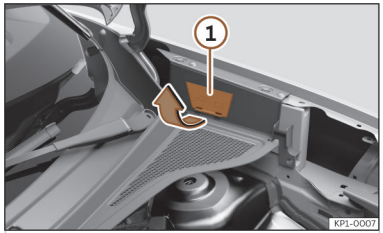

Abb. 63 Zwischen dem linken Kotflügel und dem Scharnier der Frontklappe: Abdeckung für manuelle Notentriegelung des Ladesteckers.
Der Ziehgriff für die manuelle Notentriegelung befindet sich auf der linken Seite im Motorraum oberhalb der Ladedose ››› **(Abb. 63)**.
- Ziehen Sie an den Laschen der Abdeckung und schieben Sie die Abdeckung nach oben ››› **(Abb. 63)** ①, so dass der Griff zu sehen ist.